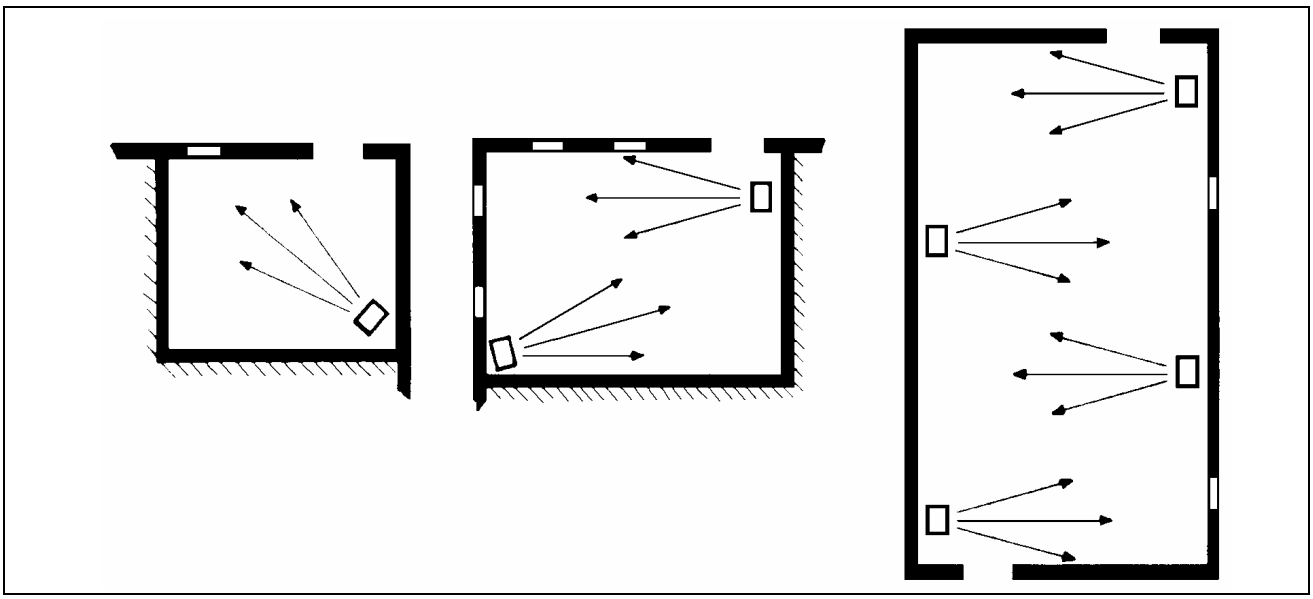

FIGURA 5 – ESEMPIO POSIZIONAMENTO GENERATORI
- per una migliore distribuzione del calore, in caso di installazione con più macchine, creare flussi alterni di aria calda (vedi FIGURA 5).